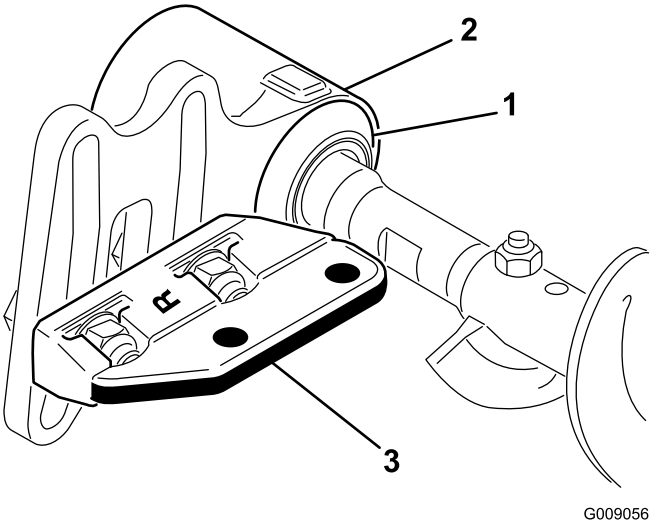

**Figura 10**
9. Fate scorrere ogni guarnizione verso l'esterno fino a creare un leggero contatto tra le guarnizioni a labbro e ogni alloggiamento dei cuscinetti (Figura 10).